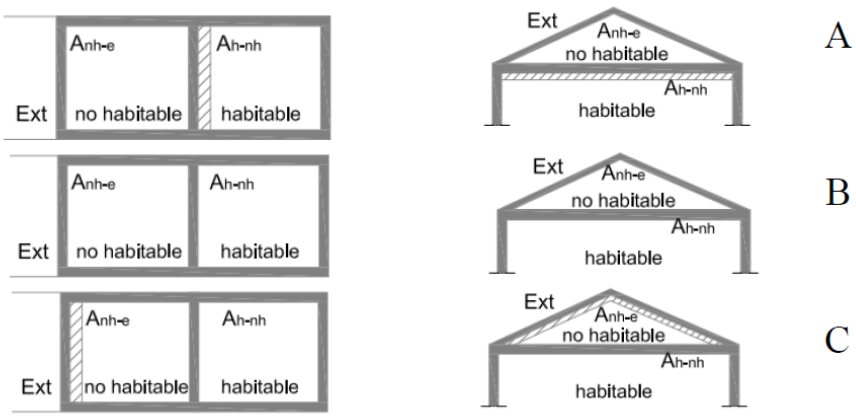

Figura 1
El coeficiente de reducción de temperatura b para espacios adyacentes no habitables y espacios bajo cubierta inclinada se podrá obtener de la tabla N°08 en función de la situación del aislamiento térmico (figura 1). Para el resto de espacios no contemplado en la figura 1, deberemos aplicar la expresión definida en el apartado 4.3.2.
4.3.2. Cálculo del coeficiente de reducción de temperatura (b) para el resto de espacios no contemplados en la figura 1